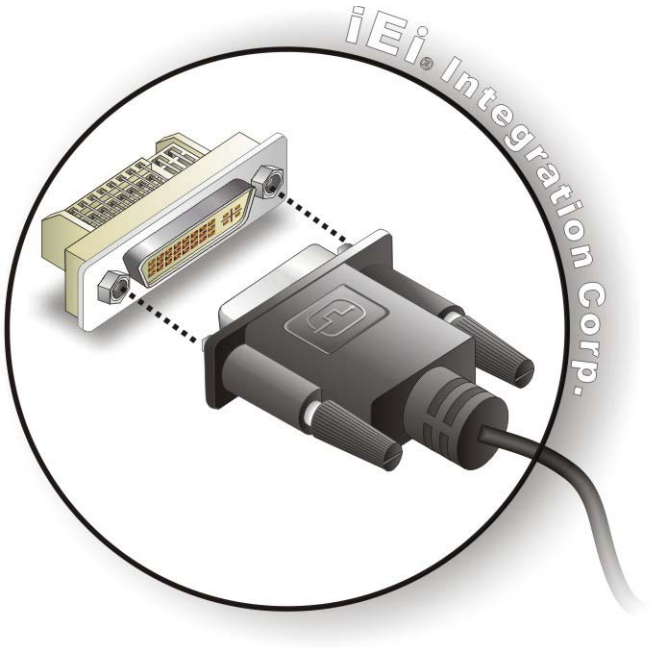

Figure 3-15: DVI Connector
Step 3: **Insert the DVI connector**. Once the connectors are properly aligned with the male connector, insert the male connector from the digital display device into the female connector on the TANK-820-H61. See **Figure 3-15.**